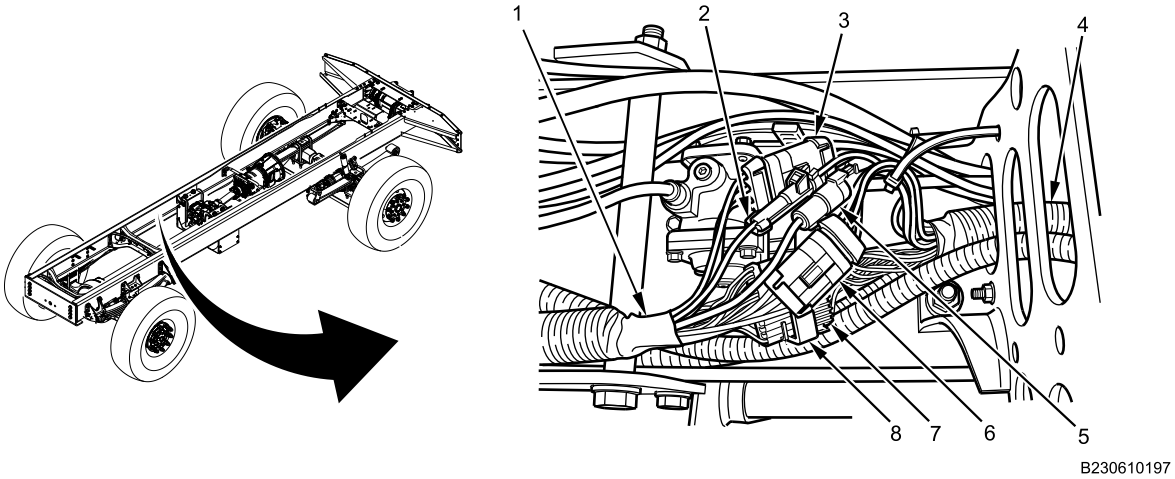

Figure 13. Rear of Center Chassis Harness, Inboard View.
9. Connect 24-pin connector (Figure 13, Item 7) between rear chassis harness (Figure 13, Item 1) and center chassis harness (Figure 13, Item 4). Push locking tab (Figure 13, Item 8) inward.
10. Connect two three-pin connectors (Figure 13, Item 3 and 6) and two one-pin connectors (Figure 13, Item 2 and 5) between rear chassis harness (Figure 13, Item 1) and center chassis harness (Figure 13, Item 4).